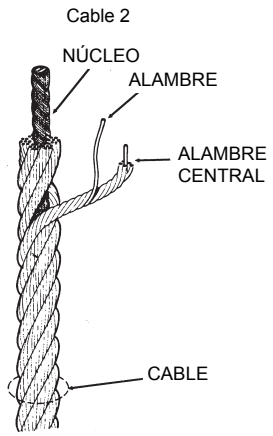

FIGURA 11-2
Cada cable tiene tres componentes básicos (Figura 11-2): (1) Los alambres que forman las trenzas y proporcionan colectivamente resistencia al cable; (2) las trenzas, que se extienden en forma helicoidal alrededor del núcleo y (3) el núcleo, que forma una base para las trenzas. El núcleo que se utiliza en el cable de la grúa es un núcleo de cable independiente (IWRC), que es realmente un cable más pequeño o una trenza similar a las trenzas exteriores del cable. El núcleo IWRC agrega aproximadamente 7.5 % a la resistencia nominal del cable.